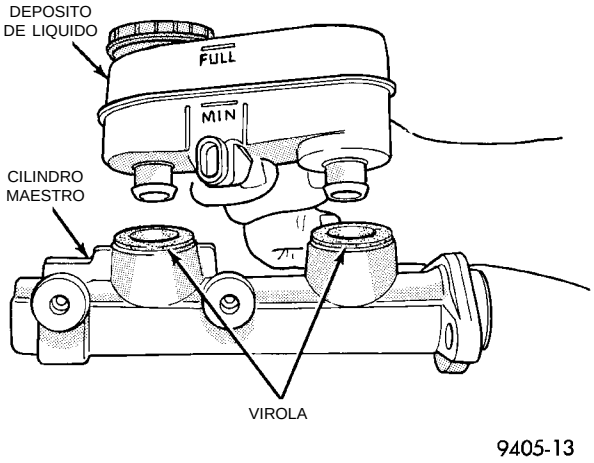

Fig. 164 Desmontaje del depósito de líquido del cilindro maestro
(3) Sacuda el depósito de líquido de frenos de un lado al otro al mismo tiempo que tira hacia arriba para retirar el depósito de la cubierta del cilindro maestro (Fig. 164).
(4) Retire las virolas de la cubierta del cilindro maestro al depósito de líquido de frenos.
(5) Instale virolas de sellado nuevas entre la cubierta del cilindro maestro y el depósito de líquido de frenos (Fig. 164) en la cubierta del cilindro maestro.
(6) Lubrique la zona de instalación del depósito con líquido de frenos limpio y nuevo. Coloque el depósito en posición sobre las virolas. Asiente el depósito en las virolas mediante un movimiento de balanceo, al mismo tiempo que hace presión firme sobre el depósito de líquido.
(7) Asegúrese de que el depósito esté correctamente instalado.
(8) Asegúrese de que la parte inferior del depósito toque la parte superior de la virola.